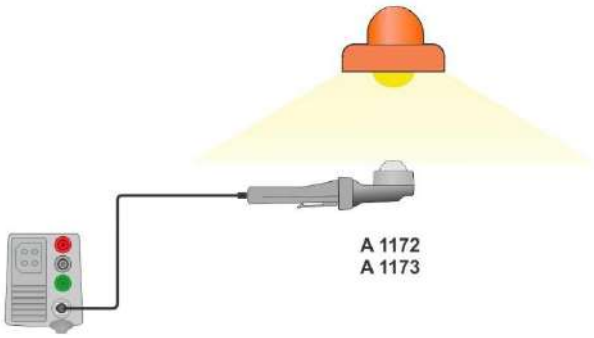

Figure 7.122: LUXmeter probe positioning
- Take the position of LUXmeter probe, see ***Figure 7.122***.